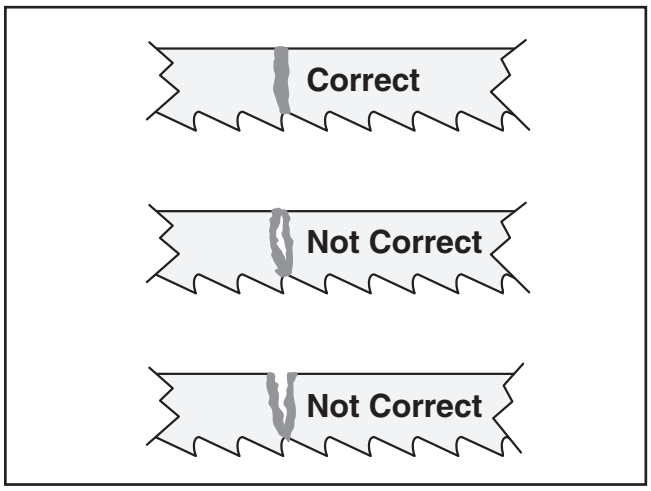

Figure 14. Blade welding joint examples.
14. Inspect the weld. The welded joint should be even across the width of the blade with no gaps (see **Figure 14**).